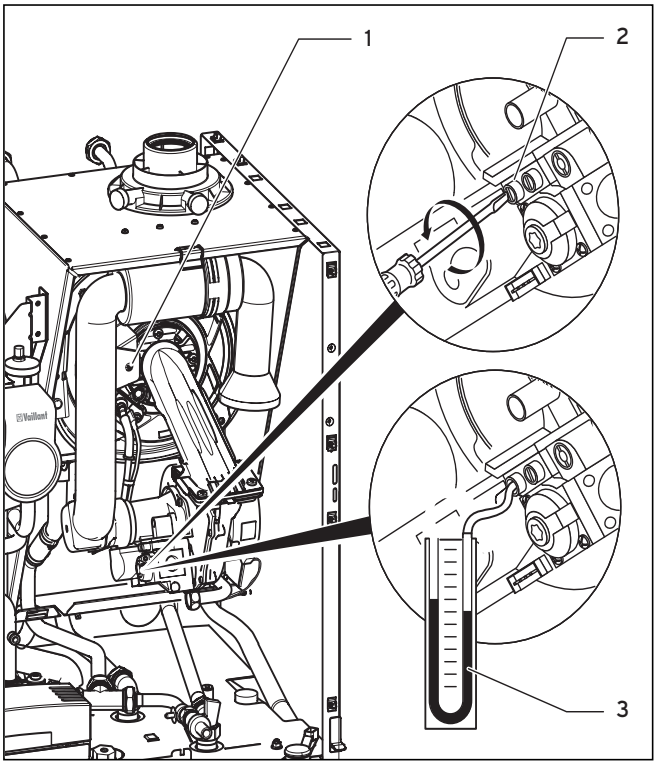

Abb. 7.5 Anschlussdruck (Gasfließdruck) messen
- Verschließen Sie den Messnippel (**2**, Abb. 7.5) mit der Dichtungsschraube.
- Klappen Sie das Luftansaugrohr hoch und befestigen Sie es wieder mit der Befestigungsschraube (**1**, Abb. 7.5).